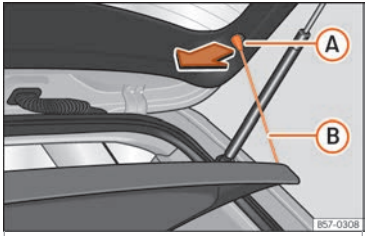

Fig. 126 In the luggage compartment: removing and fitting the shelf.
- Detach the cord loops ››› Fig. 126 (B) from their hooks (A).
- Hook the loops ››› Fig. 126 (B) to the rear lid.